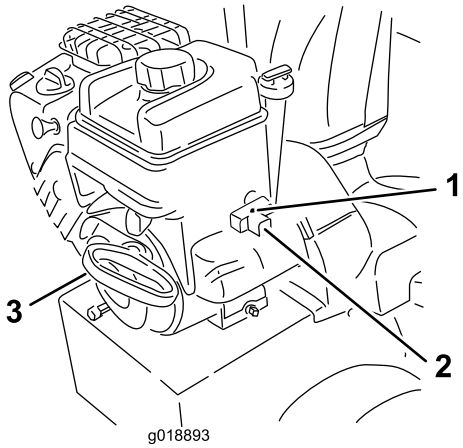

Figur 26
7. Start maskinen ved at trække i tilbageslagsstarthåndtaget eller trykke på den elektriske startknap (Figur 26).